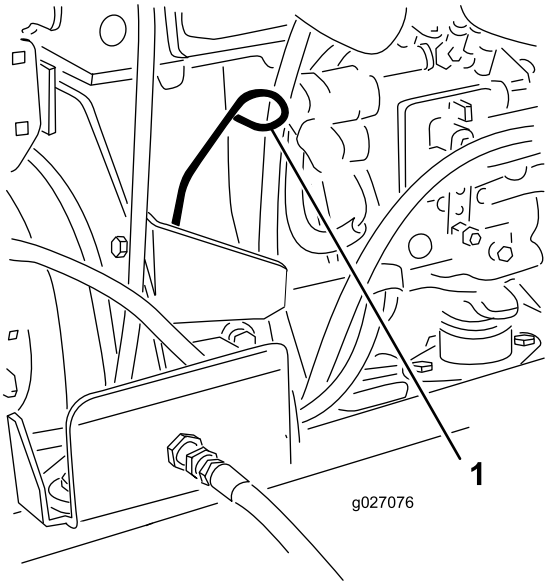

Figur 30
3. Fjern målepinden, tør den af, og sæt den tilbage igen (Figur 30).